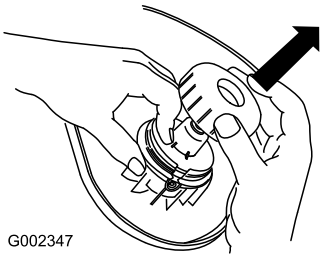

Figuur 13
2. Verwijder de kap en de spoel (Figuur 13).